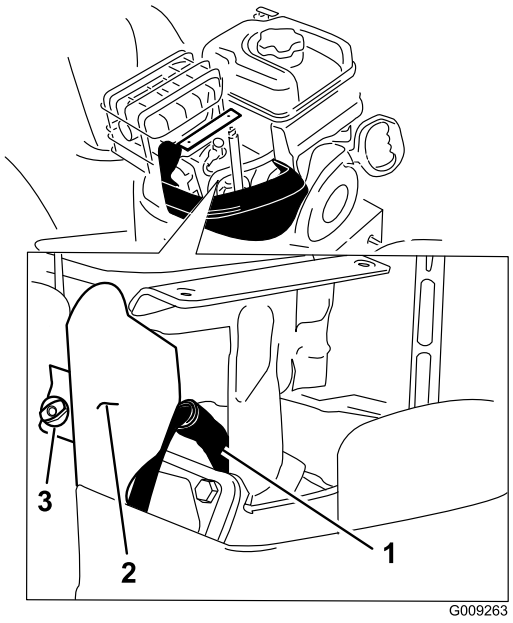

Rysunek 34
4. Odkręć śrubę radełkowaną wspornika i usuń wspornik (Rysunek 34).
5. Wyczyść obszar wokół podstawy świecy zapłonowej (Rysunek 34).